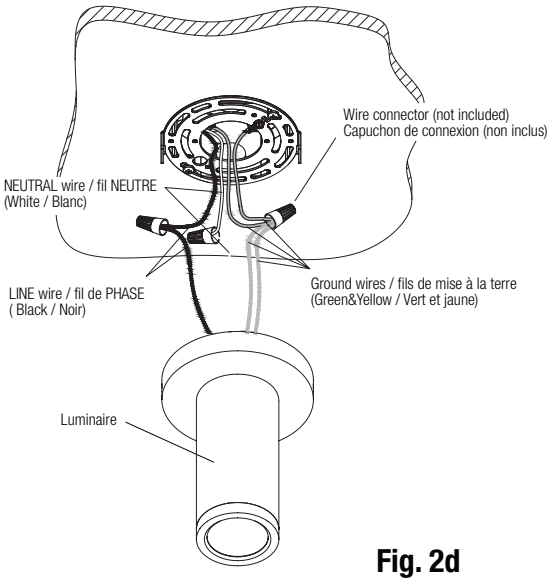

Fig. 2d
6. Make electrical connections between the luminaire and junction box wires as shown in Fig. 2d. Push the wires into the junction box through the central hole of the Universal Spider Adaptor Plate.
6. Effectuer les connexions électriques entre le luminaire et les fils de la boîte de jonction comme indiqué sur la Fig. 2d. Pousser les fils dans la boîte de jonction par le trou central de la plaque adaptateur à débouchures universelles.